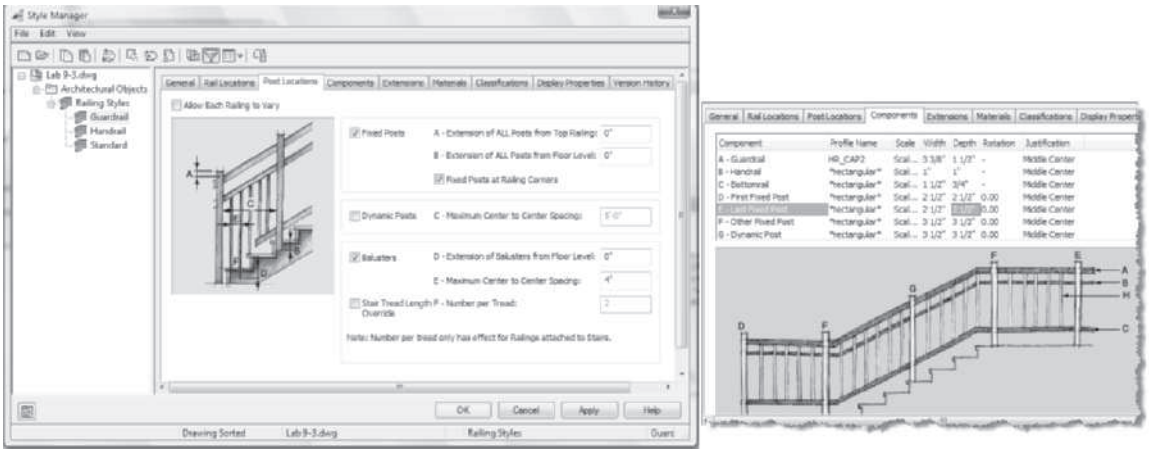

FIGURE 9.54 *Post Locations and Components tabs for Guardrail railing style*
6. Select the **Post Locations** tab (see Figure 9.54) and edit as follows: clear the **Allow Each Railing to Vary** checkbox, check **Fixed Posts**, set A-Extension of All Posts from Top Railing = **0** and B-Extension of All Posts from Floor Level = **0**, check **Fixed Posts at Railing Corners**, clear **Dynamic Posts**, check **Balusters** ON and set D-Extension of Balusters from Floor Level = **0,** set E-Maximum Center to Center Spacing = **4" [100]**, and clear Stair Tread Length Override.
7. Select the **Components** tab and edit the D-First Fixed Post: Width = **2.5" [64]** and Depth = **2.5" [64]**. Edit E-Last Fixed Post: Width = **2.5" [64]** and Depth = **2.5" [64]** as shown in Figure 9.54.